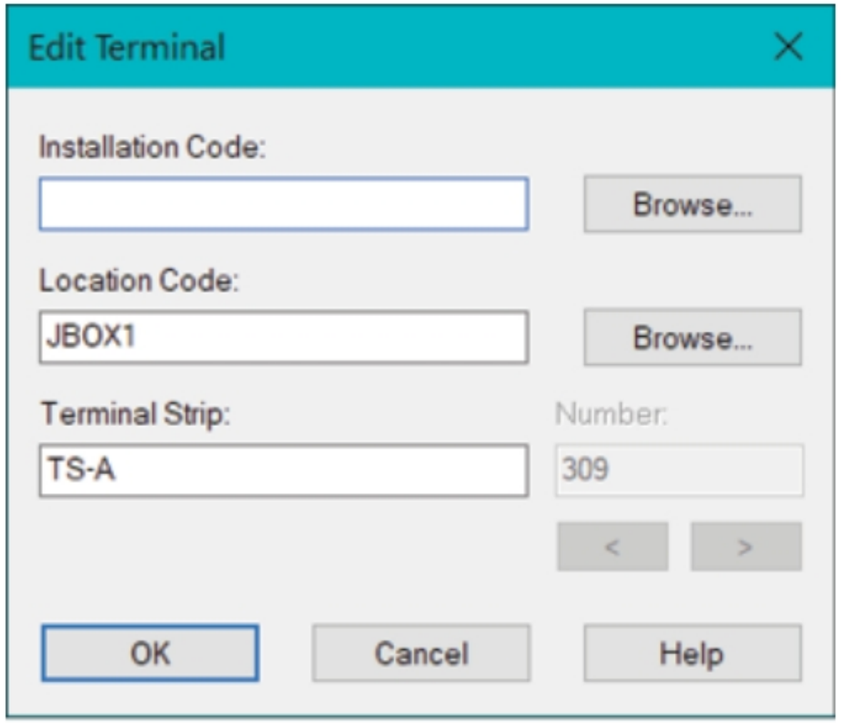

Figure-28. Edit Terminal dialog box
- Select a terminal from the list and then click on the **Edit Terminal** button from the **Terminal** area. The **Edit Terminal** dialog box will be displayed; refer to Figure-28. Modify the parameters as required and then click on the **OK** button from the dialog box.